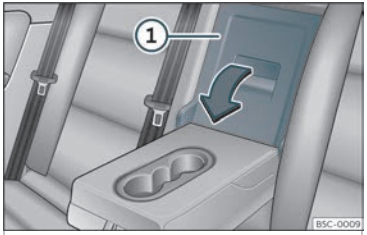

Abb. 119 An der Rücksitzlehne: Öffnung der Durchladeeinrichtung.
- Ziehen Sie den Entriegelungshebel in Pfeilrichtung und schwenken Sie den Deckel der Durchladeeinrichtung››› **Abb. 119** ① vollständig nach vorn.